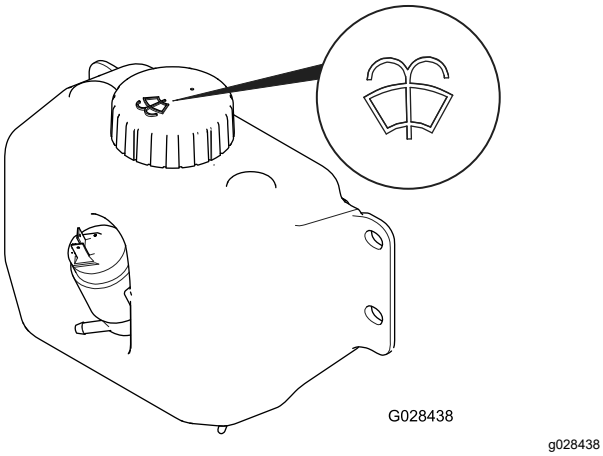

Figur 53
2. Öppna motorhuven och lokalisera flaskan för spolarvätska (Figur 53).